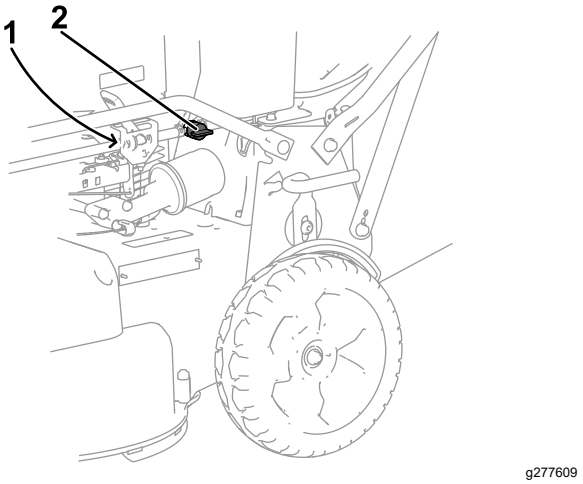

Figura 31
3. Cierre la válvula de cierre del combustible (Figura 31).
4. Retire el filtro de combustible (Figura 31) del tubo de combustible aflojando las abrazaderas de cada lado del filtro de combustible.